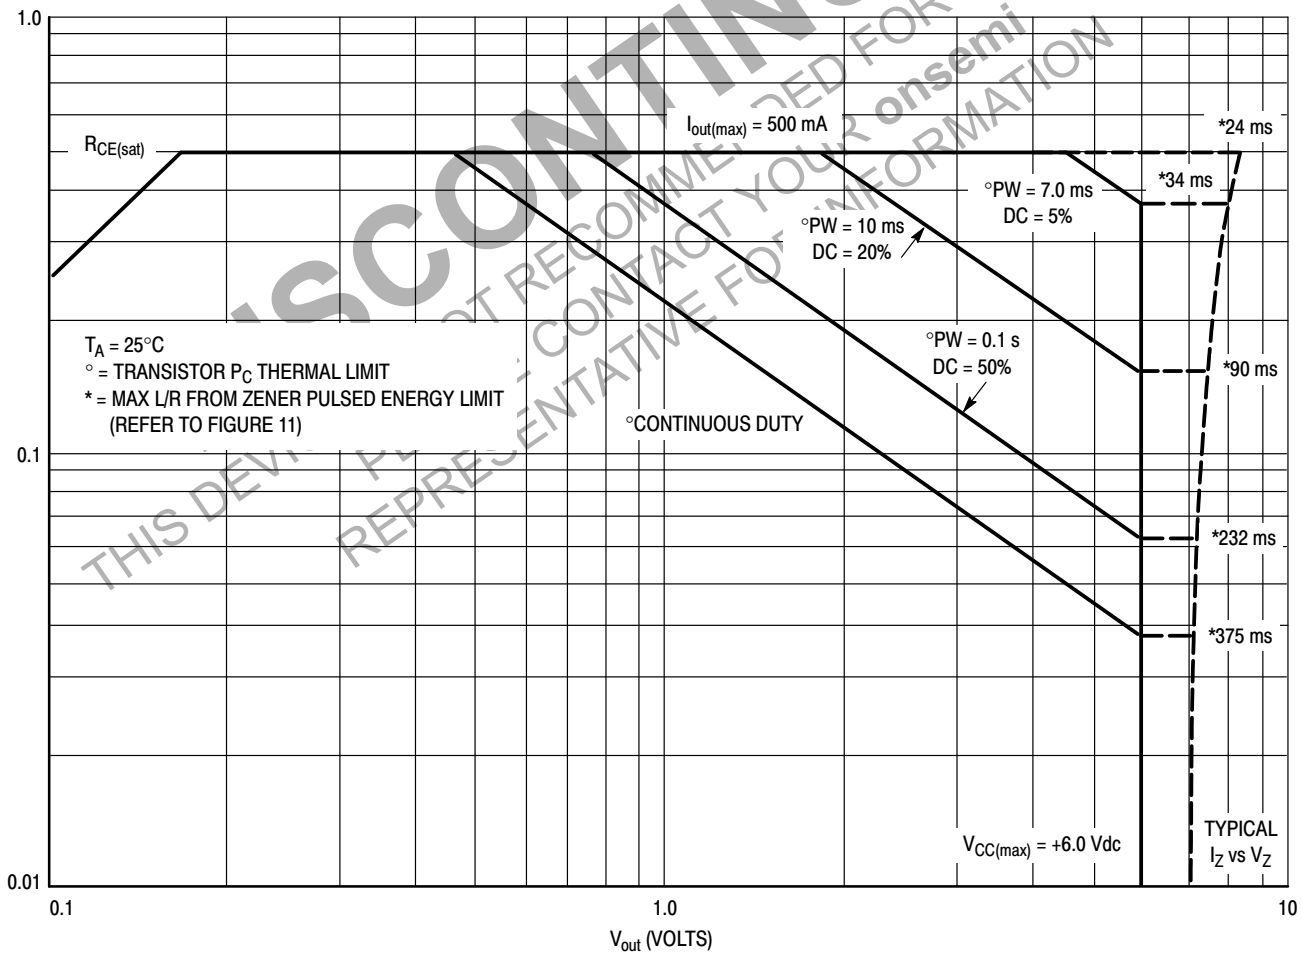
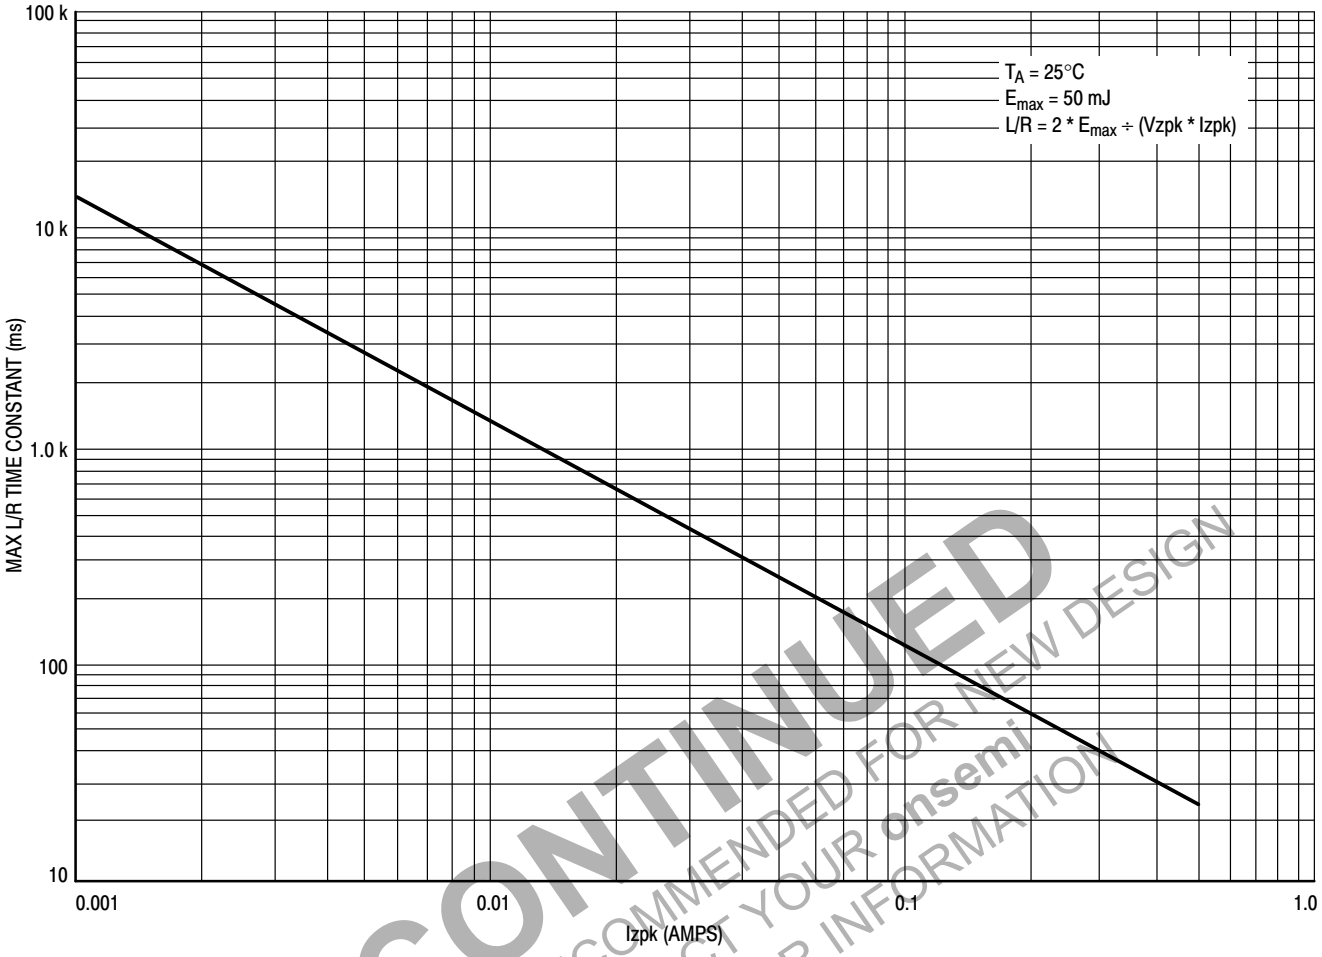

Figure 10. Safe Operating Area for MDC3105LT1
Figure 11. Zener Repetitive Pulse Energy Limit on L/R Time Constant for MDC3105LT1
Figure 10 is the Safe Operating Area (SOA) for the MDC3105. Device instantaneous operation should never be pushed beyond these limits. It shows the SOA for the Transistor "ON" condition as well as the SOA for the Zener during the turn−off transient. The max current is limited by the Izpk capability of the Zener as well as the transistor in addition to the max input current through the resistor. It should not be exceeded at any temperature. The BJT power dissipation limits are shown for various pulse widths and duty cycles at an ambient temperature of 25°C. The voltage limit is the max V_{CC} that can be applied to the device. When the input to the device is switched off, the BJT "ON" current is instantaneously dumped into the Zener diode where it begins its exponential decay. The Zener clamp voltage is a function of that BJT current level as can be seen by the bowing of the V_Z versus I_Z curve at the higher currents. In addition to the Zener's current limit impacting this device's 500 mA max rating, the clamping diode also has a peak energy limit as well. This energy limit was measured using a rectangular pulse and then translated to an exponential equivalent using the 2:1 relationship between the L/R time constant of an exponential pulse and the pulse width of a rectangular pulse having equal energy content. These L/R time constant limits in ms appear along the V_Z versus I_Z curve for the various values of I_Z at which the Pd lines intersect the V_{CC} limit. The L/R time constant for a given load should not exceed these limits at their respective currents. Precise L/R limits on Zener energy at intermediate current levels can be obtained from Figure 11.
3. Use Figures 10 and 11 with the SOA notes above to insure that instantaneous operation does not push the device beyond the limits of the SOA plot.